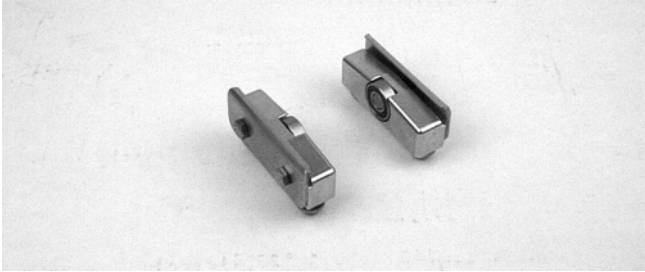

Abbildung 11
1. Typische Bauteile (Abbildung 11)